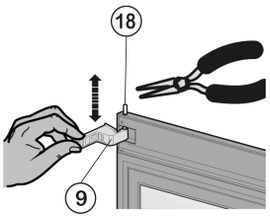

*Fig. 11*
- Lagerbouten *Fig. 11 (18)* omhoog schuiven: de lagerbus *Fig. 11 (9)* naar omhoog en beneden bewegen.
- Lagerbouten *Fig. 11 (18)* met een tang uittrekken en opzij leggen.